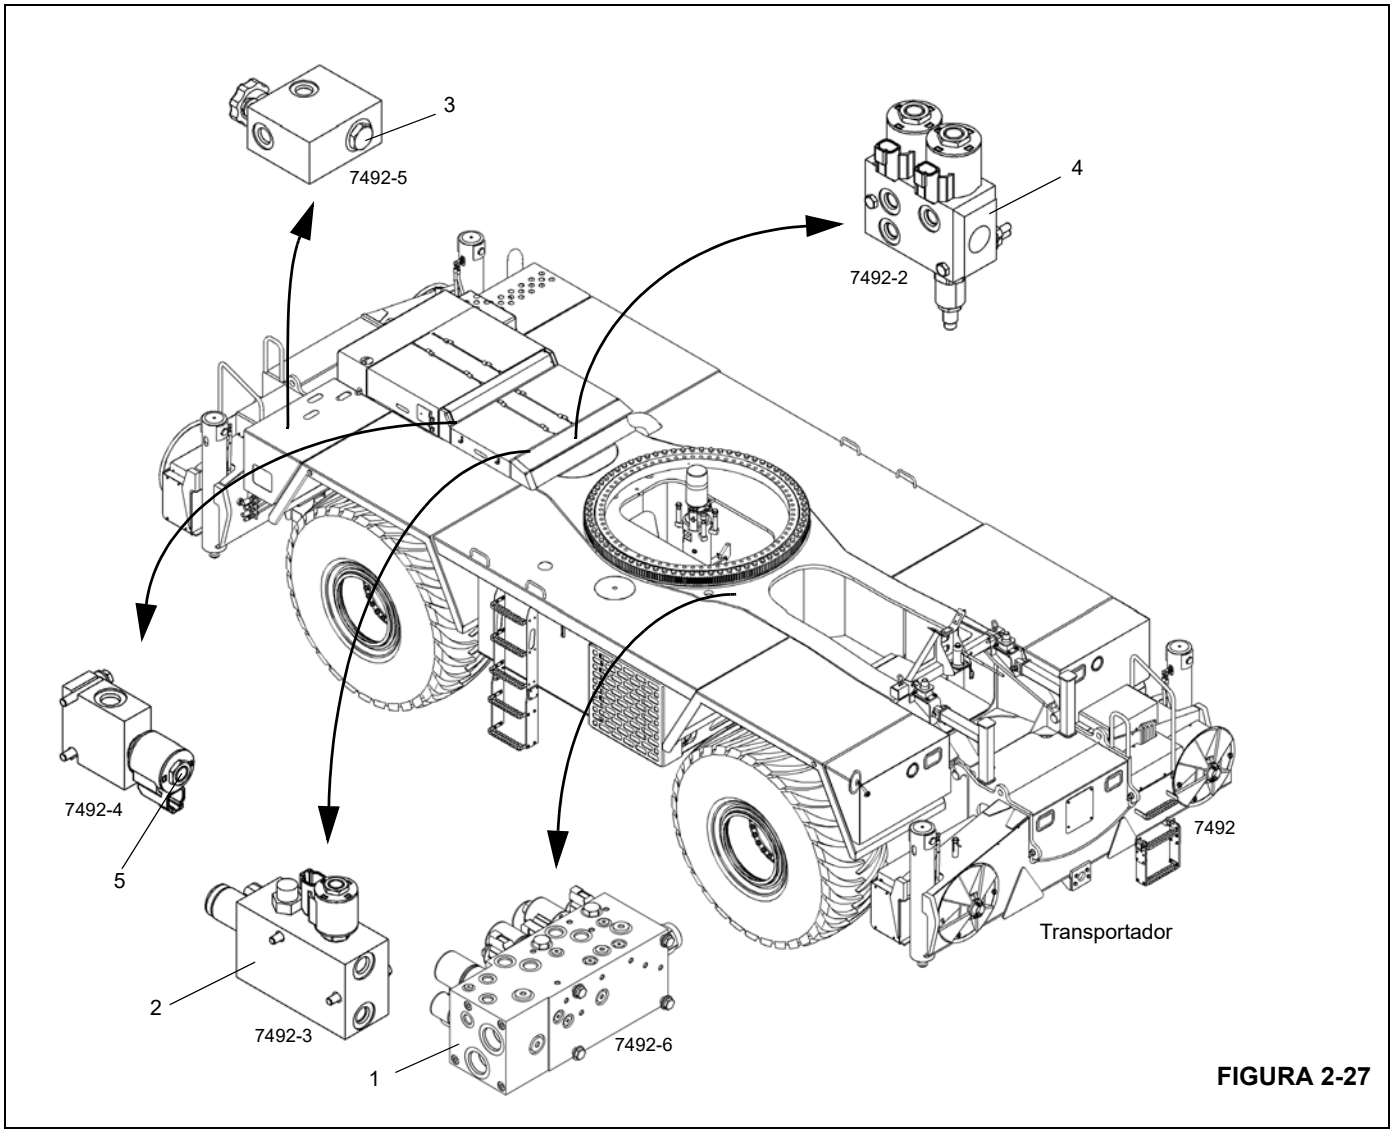

FIGURA 2-27
Esta subseção fornece informações descritivas de todas as válvulas hidráulicas usadas neste guindaste. Para obter uma lista das válvulas, os circuitos em que elas são usadas e sua localização física, consulte a Tabela 2-4. Consulte a Figura 2-27 para obter a localização das válvulas instaladas na superestrutura e na estrutura do transportador.
**FIGURA 2-27 continuação**